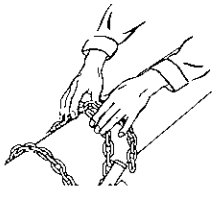

FIG. 33
3. Take up slack by pulling back as in Fig. 33. Insert the puller handles in their sockets and move them in the same direction at the same time—pulling the pipe to which the puller is fastened into the bell until movement is positively stopped.